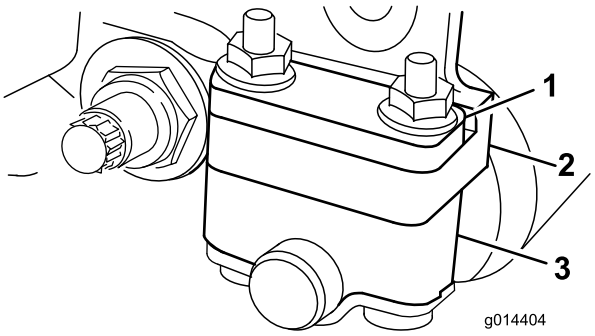
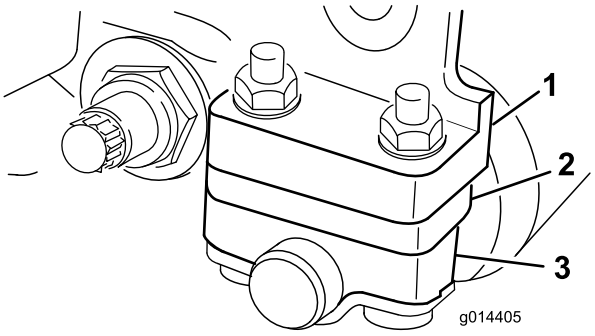

Figur 11
Figur 12
1. Juster bagrullens holder (Figur 11 eller Figur 12) til den øverste eller nederste position afhængigt af den ønskede klippehøjde.
Placer afstandsstykket over sidepladens monteringsflange (fabriksindstilling), når indstillingerne for klippehøjden ligger på 1,5 til 6,4 mm (Figur 11).
Placer afstandsstykket under sidepladens monteringsflange, når indstillingerne for klippehøjden ligger på 3,2 til 25,4 mm (Figur 12).